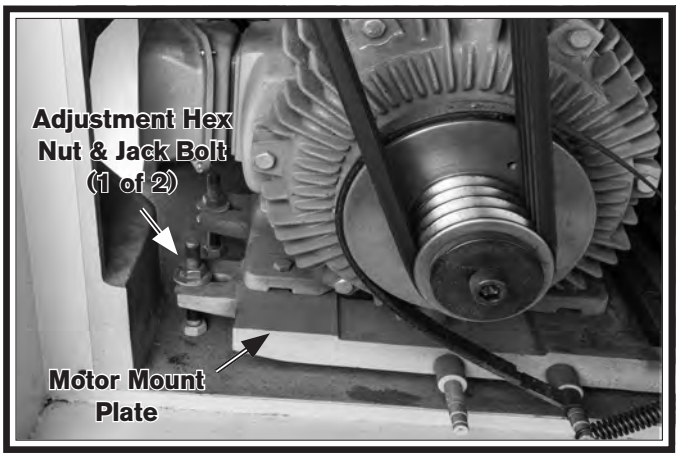

Figure 86. Pivoting motor mount plate.
3. Adjust hex nuts on motor mount jack bolts (see **Figure 86)** to tilt motor mount plate up or down to adjust V-belt tension.